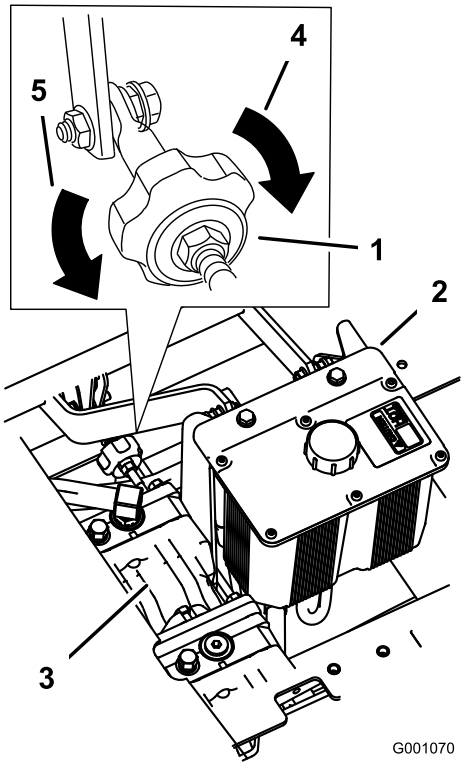

Figur 49
4. For å få maskinen til å gå til høyre, drei knotten mot høyre side av maskinen. Se Figur 49.
5. For å få maskinen til å gå til venstre, drei knotten mot venstre side av maskinen. Se Figur 49.